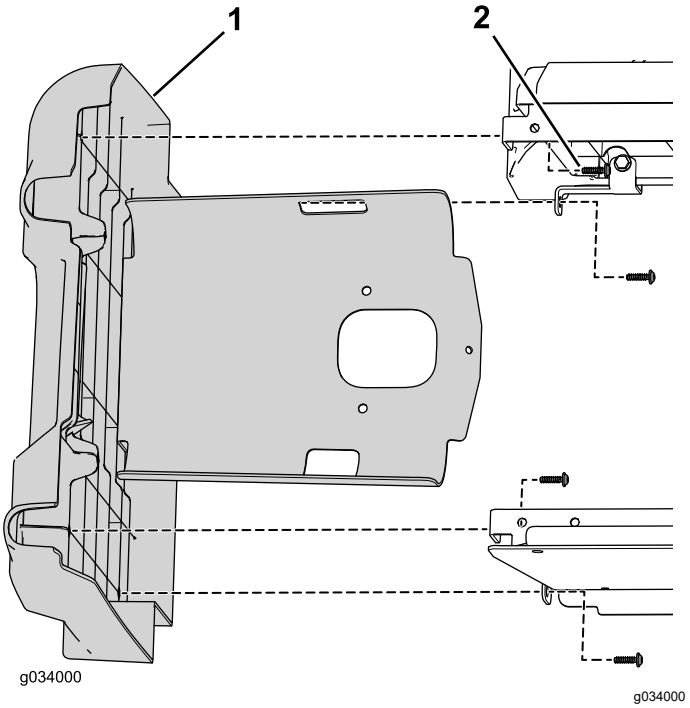

Rysunek 6
6. Odkręć 4 śruby mocujące lewy panel boczny do dolnego zespołu fotela (Rysunek 6).
4. Zamocuj lewy panel z wykorzystaniem 4 śrub odkręconych wcześniej (Rysunek 6).